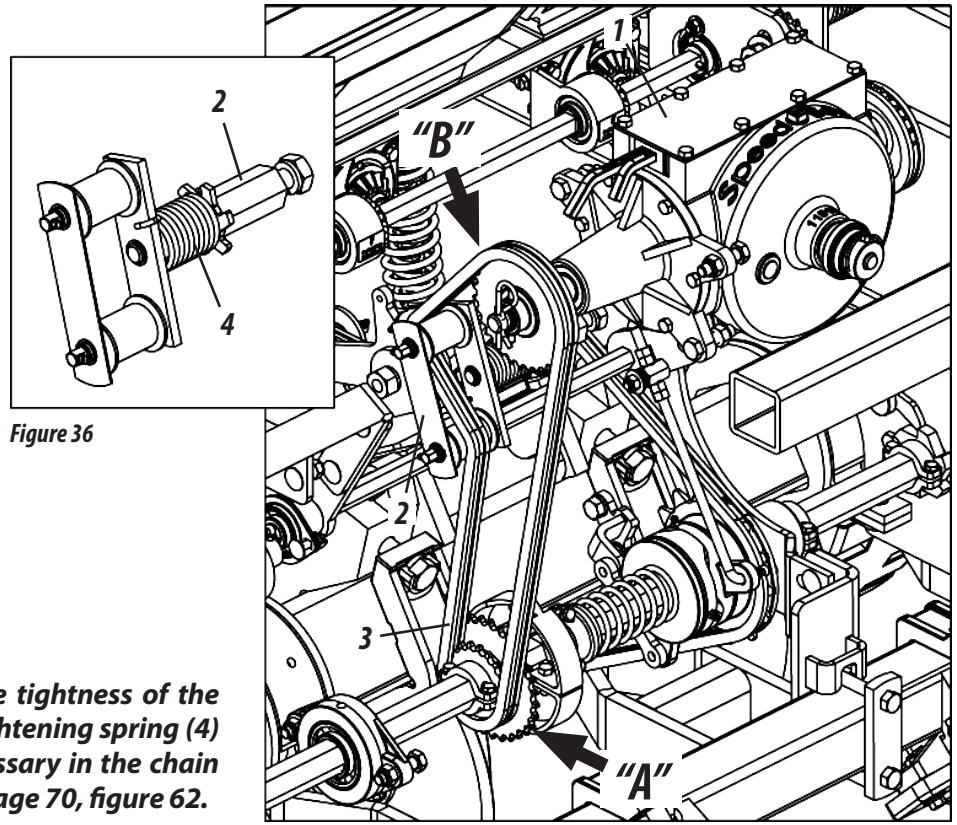

Figure 36
The adjustment of seeds is done by using the Speed Box (1). In order to obtain more adjustment, Invert the chain from drive **"A"** gear to driven **"B" gear as shown in figure 36**. To invert the chain proceed as follows: